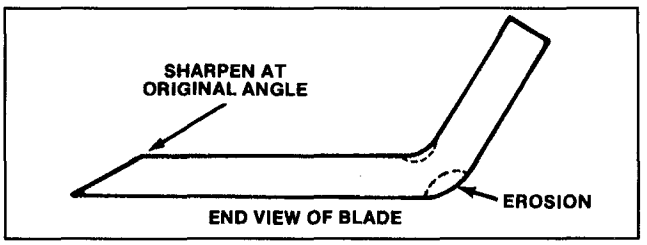

Figure 18
Check cutter blade every time rider is tipped on end. If bolt holding blade is loose, tighten it to 45–60 ft–lb. If blade or sail (Fig. 18) at end of blade is worn, eroded, or cracked, replace the blade. Replace the blade if it is bent or out–of–balance. Always use genuine TORO replacement blade to ensure safety and best performance. NEVER USE WILL–FIT REPLACEMENT BLADE.
7. Using a file, sharpen cutting edge at both ends of the blade (Fig. 18).
7. Since rider is tipped on end, check condition of blade (Fig. 18).